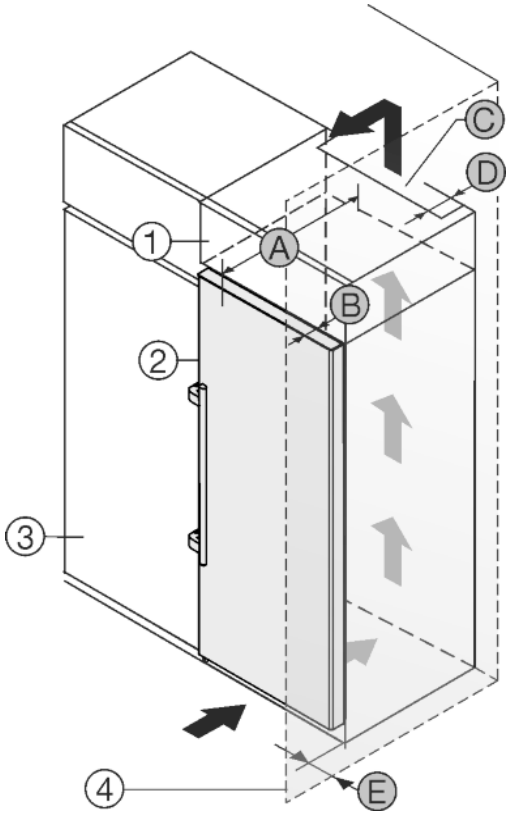

*Fig. 24*
The appliance can be built into kitchen units. A top cupboard *Fig. 24 (2)* can be added above the appliance in order to bring the appliance *Fig. 24 (1)* up to the height of the fitted kitchen units.
The appliance can be installed right next to the kitchen cabinet *Fig. 24 (3)*. The appliance must protrude by depth *Fig. 24 (B)* from the front of the cabinet so that the doors can be opened fully. The appliance may protrude further depending on the depth of the kitchen cabinets and whether wall spacers are used.
- At the back of the top cabinet, there must be an air outlet shaft with depth *Fig. 24 (D)*, spanning the entire width.
- The ventilation shaft *Fig. 24 (C)* must be observed under the ceiling.
If the appliance is installed with the hinges next to a wall *Fig. 24 (4)*, the distance *Fig. 24 (E)* between the appliance and the wall must be observed. This is how far the handle protrudes when the door is open.